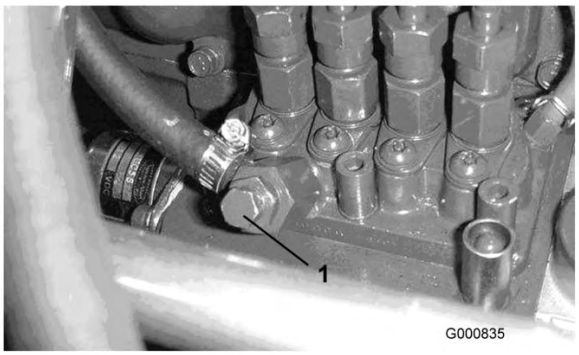

Bild 24
5. Öffnen Sie die Entlüftungsschraube an der Kraftstoffeinspritzpumpe (Bild 24).